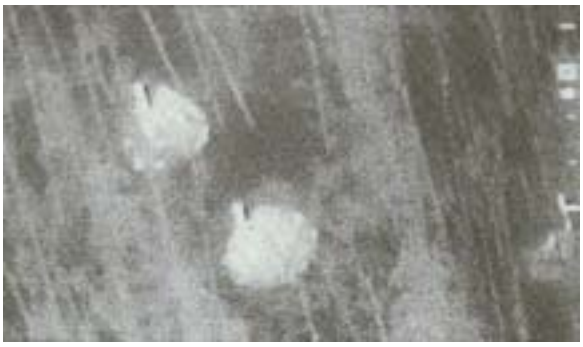

Figure 4: Thermal Image of Two 10 Man Arctic Tents
(1) Immediately upon arrival, the leader should confirm decisions made by the reconnaissance/quartering party and issue orders as follows:
- Decide type of improvised shelters to be constructed (if tents are not used). If there is a high probability of the enemy employing thermal detection devices/sights, improvised shelters such as thermal shelters or molded dome shelters (quingy huts) emit a much smaller thermal signature than heated tents or personnel sleeping in unheated tents (see figure 4)